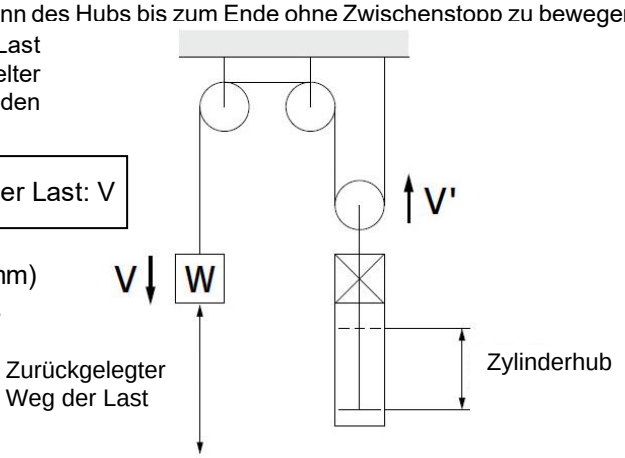

Abb. 1 Mechanismus mit doppelter Geschwindigkeit
① Wählen Sie den optimalen Kolben-Ø basierend auf den Betriebsbedingungen der Anwendung wie Last, Reichweite (Hub), Hubzeit, Einbaulage, Betriebsdruck usw.
② Achten Sie darauf, dass die Arbeitsgeschwindigkeit die max. Geschwindigkeit für den Zylinder nicht überschreitet. Stellen Sie die maximale Geschwindigkeit des Zylinders mit Hilfe des Drosselrückschlagventils so ein, dass die Last den Hub langsamer als die Hubzeit durchläuft.
③ Hubzeit ist die Zeit, die die Last benötigt, um sich vom Beginn des Hubs bis zum Ende ohne Zwischenstopp zu bewegen.
④ Wenn der Zylinderhub und die Reichweite der Last unterschiedlich sind (z. B. Mechanismus mit doppelter Geschwindigkeit, siehe Abb.1), ziehen Sie den zurückgelegten Weg der Last als Auswahlkriterium heran.